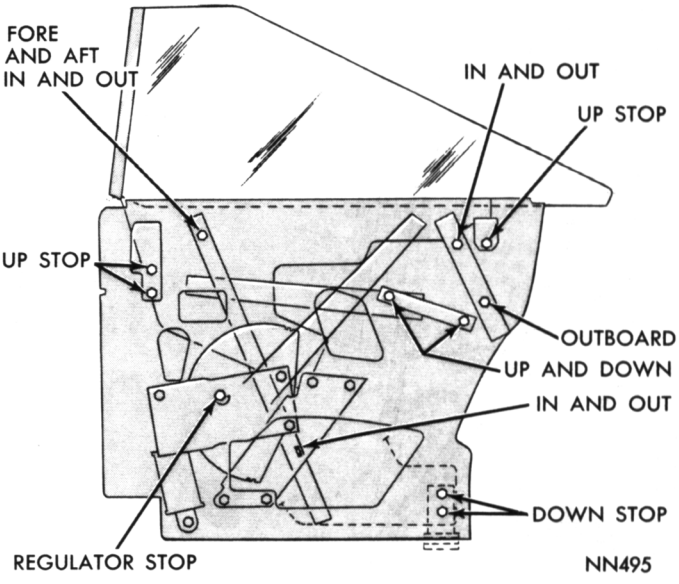

Fig. 38—Quarter Window Adjustments—Hardtop
(1) With door closed, adjust upper rear track (Fig. 38) until rear of glass lightly touches belt line weatherstrip. To move window in, turn sleeve nut clockwise; to move out, counterclockwise.
(2) Raise window seating top of glass against roof rail weatherstrip and front of window level with top of front door window.
(3) Adjust upper front track until front of window is aligned with rear of front door window. To move window in, turn sleeve nut clockwise, to move out, counterclockwise.
(4) Adjust lower front track until front of window is aligned rear of front door window at roof rail.
(5) Adjust pivot bracket until top of window is fully against and parallel to roof rail weatherstrip. To raise front of window, lower front of bracket, to lower, raise bracket.
(6) Move upper front track attachment forward and tighten when quarter window weatherstrip is against front door window.
(7) Tighten pivot bracket nuts.
(8) Loosen and position front and rear up stops against glass lower frame and tighten screws.
(9) Lower window until top of glass is even with or slightly below belt line outer panel.
(10) Turn lower rear track sleeve nut counterclockwise until its boss is against outboard side of inner panel. Tighten nut.
(11) Position and tighten regulator stop against regulator sector stop.